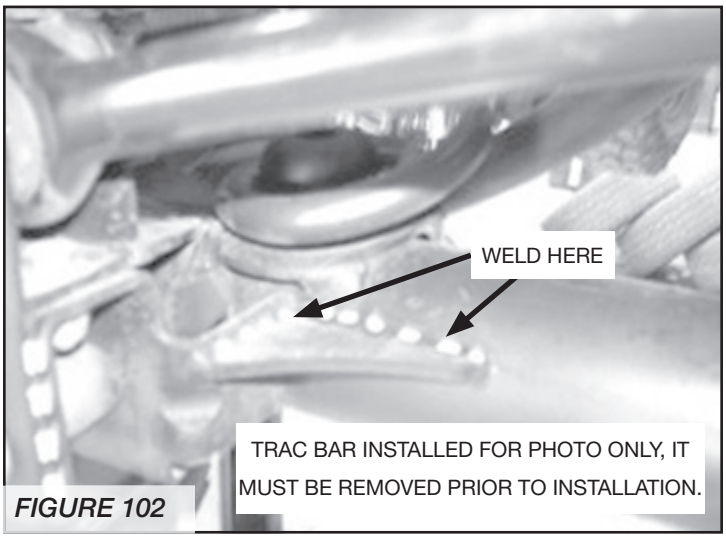

*FIGURE 102*
50. Locate FT50362 Gusset, position it onto the axle and the factory trac bar mount as shown in photo. Weld the gusset on the two sides. **SEE FIGURE 102.**